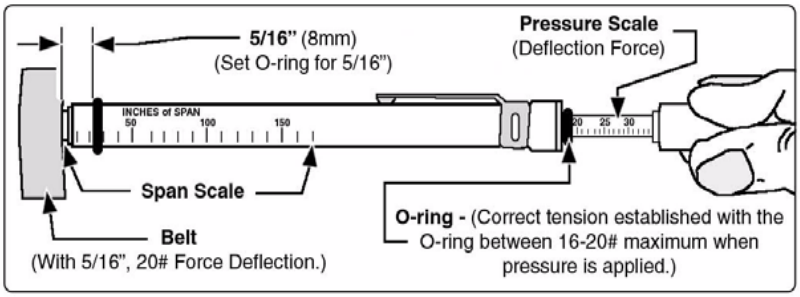

Figure 41 Belt Tension Gauge
2. From the front tip of the gauge, measure back 5/ 16” (8 mm) and position the large O-ring accordingly. (See Figure 41)
5. Remove the gauge and read the tension established by the smaller O-ring. (See Figure 41) If tension is lower than 16 lbs. (7 kg.), the belt is loose; if the tension is greater than 20 lbs. (9kg.), the belt is too tight. To adjust, see heading “Adjusting Belt Tension.”